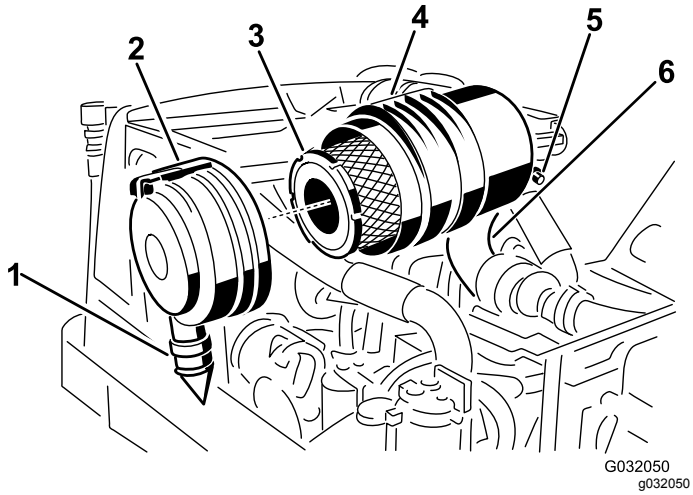

Figur 48
2. Ta bort huvudfiltret (Figur 48).
3. Sätt tillbaka huvudfiltret (Figur 48).
7. Montera kåpan med gummiutloppsventilen i nedåtläge (någonstans mellan klockan 5 och klockan 7 sett från änden) och säkra spärren (Figur 48).